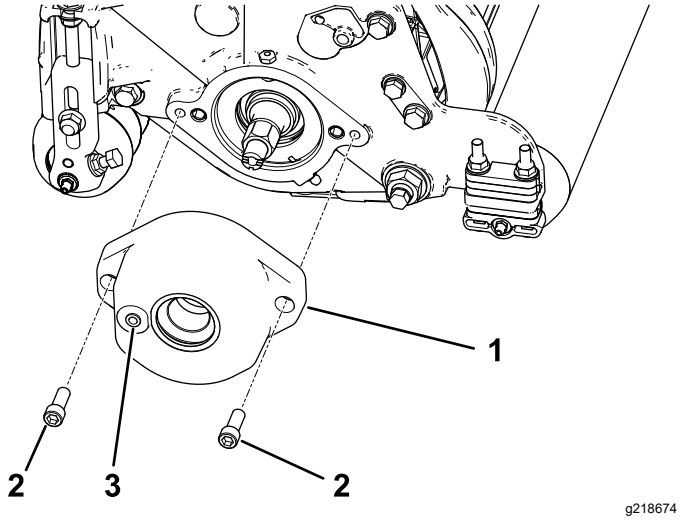

**Figur 5**
3. Fäst rullborsthuset på cylinderlagerhuset med två insexskruvar. Se Figur 5.